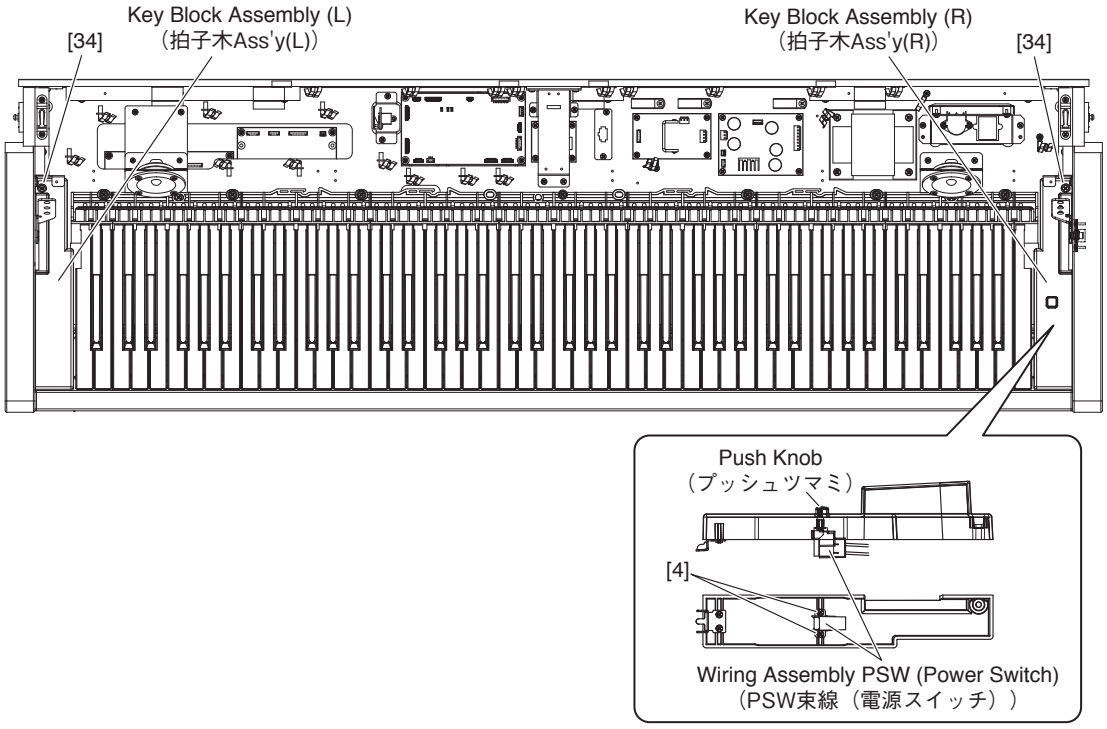

Fig.12（図 12）
10-4 Remove the screw marked [34] for each side, and push each key block assembly backwards. The key block assemblies L and R can then be removed. (Fig.12)
10-4 [34] のネジを左右 1 個ずつ外し、拍子木 Ass'y L、R を後側へ押して外します。(図 12)
11-5 Remove the two (2) screws marked [4]. The PSW wiring assembly (including the power switch) can then be removed from the key block assembly R. (Fig.12)
11-6 Pull out the push knob from the power switch. (Fig.12)
11-5 [4] のネジ 2 本を外し、拍子木 Ass'y R から PSW 束線（電源スイッチ）を外します。(図 12)
11-6 PSW 束線（電源スイッチ）からプッシュツマミを外します。(図 12)